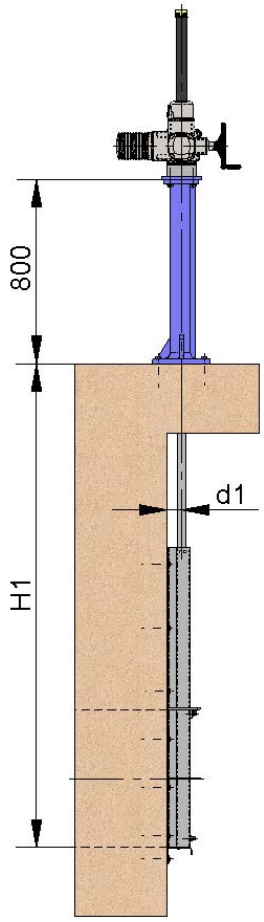

Рис. 21
- Стандартная колонна имеет высоту 800 мм (Рис. 21).